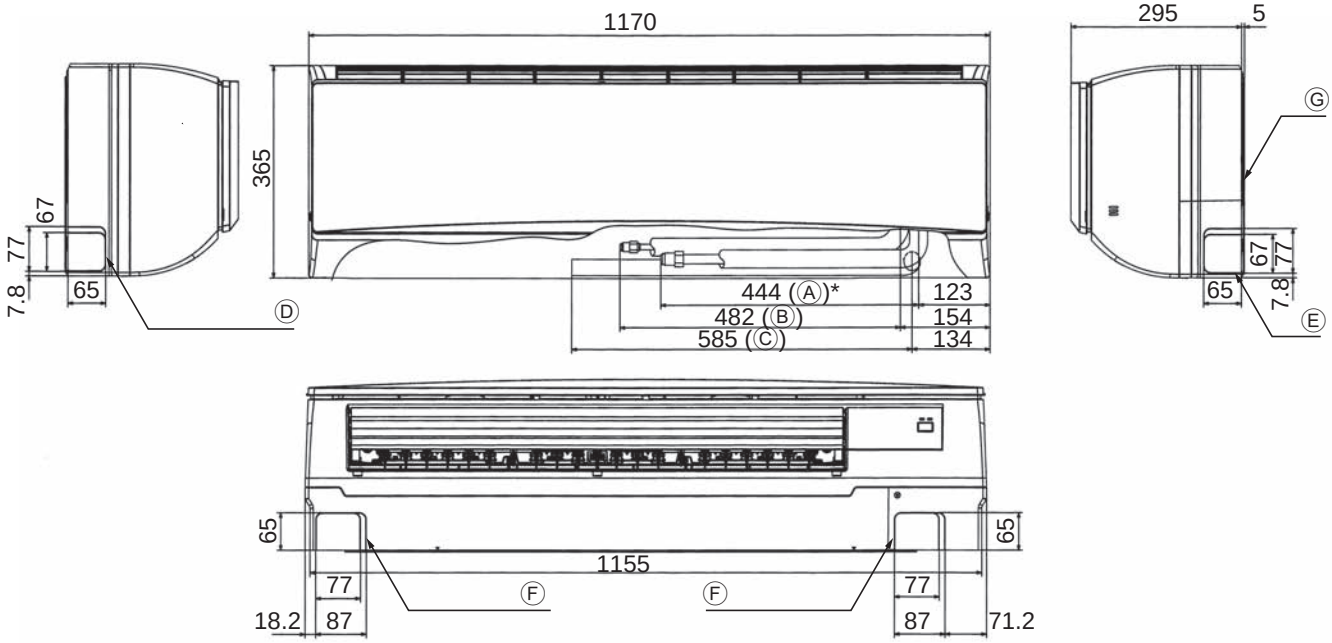

Fig. 4-2
4.2. Anordnung der Kältemittel- und Ablaßrohrleitungen (Fig. 4-2)